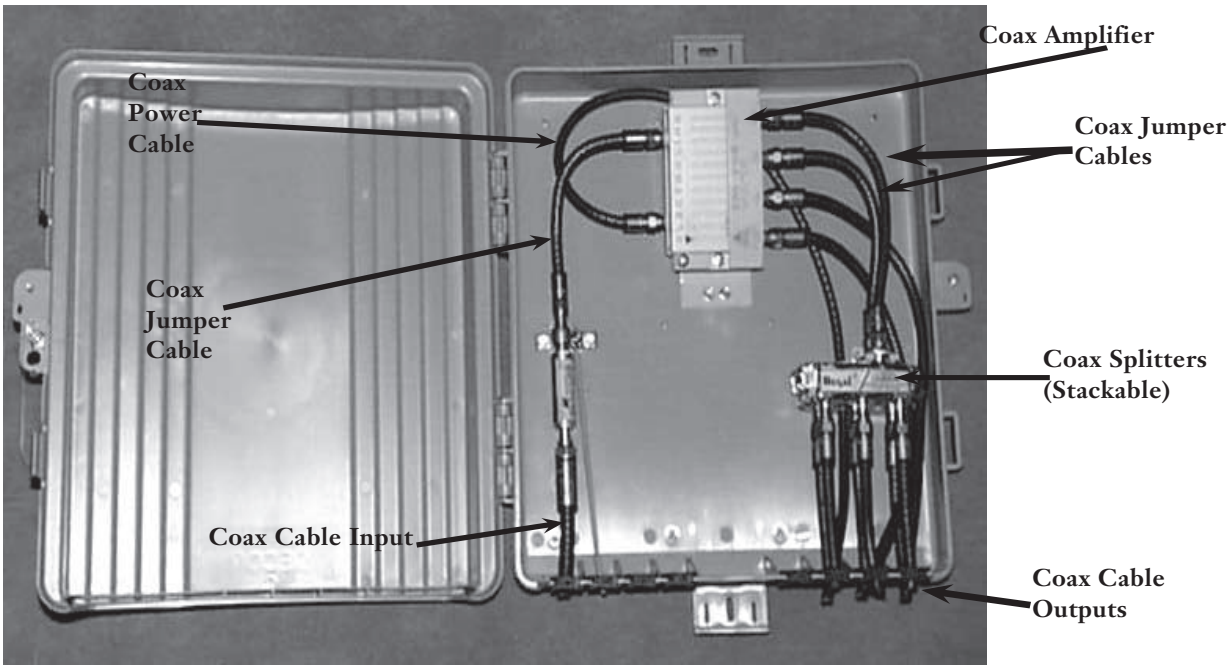

Figure 6
8.3 Mount the coax amplifier to the amplifier bracket by using two #6-19x$^{3}/_{8}$ thread-forming screws. Mount the amplifier as shown in Figure 6.
8.4 Terminate the coax power cable to the power input on the coax amplifier as shown in Figure 6. Route the coax power cable out the appropriate grommet.
8.5 Terminate a coax jumper cable from the top side of the coax protector to the input connection on the coax amplifier as shown in Figure 6.
8.6 Output coax cables from the amplifier can be dressed directly out of the unit or they can be jumpered to mounted coax splitters within the unit as shown in Figure 6.
9.2 Punch a small hole in the grommet using a pair of needle-nose pliers or a pencil point. Thread the coax cable through the entrance grommet hole. Terminate the coax cable to an output on the coax amplifier or coax splitter as shown in Figure 6. Repeat this step to wire additional coax cables in the unit.